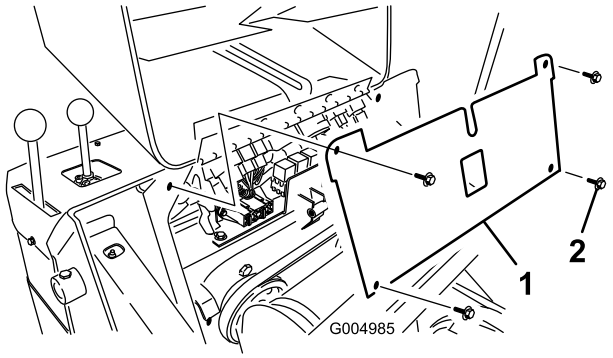

Figuur 41
4. Verwijder de 4 schroeven waarmee de zekeringhouder is bevestigd en trek de houder vervolgens omhoog en eruit (Figuur 41).